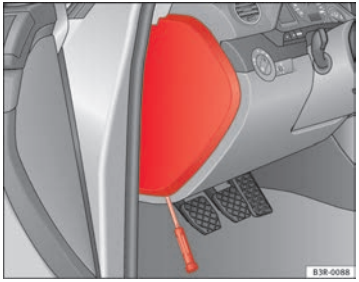

Fig. 186 Left side of dash panel: Fuse box cover
– Remove the fuse cover using a screwdriver ⇒ fig. 186.